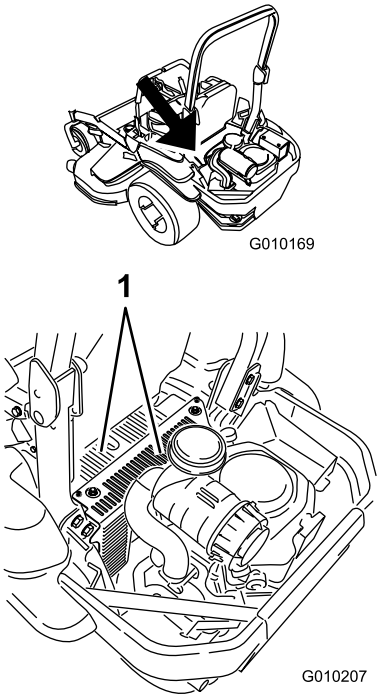

Figur 70
5. Ta bort skräp och gräs från hydraulenhetens höljen (Figur 70).